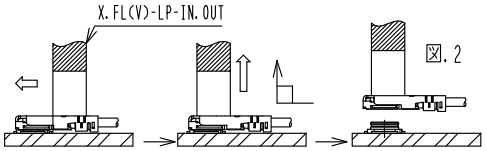

図.2
b. コネクタの引抜は、下記の挿入治具で行ってください。(図2)